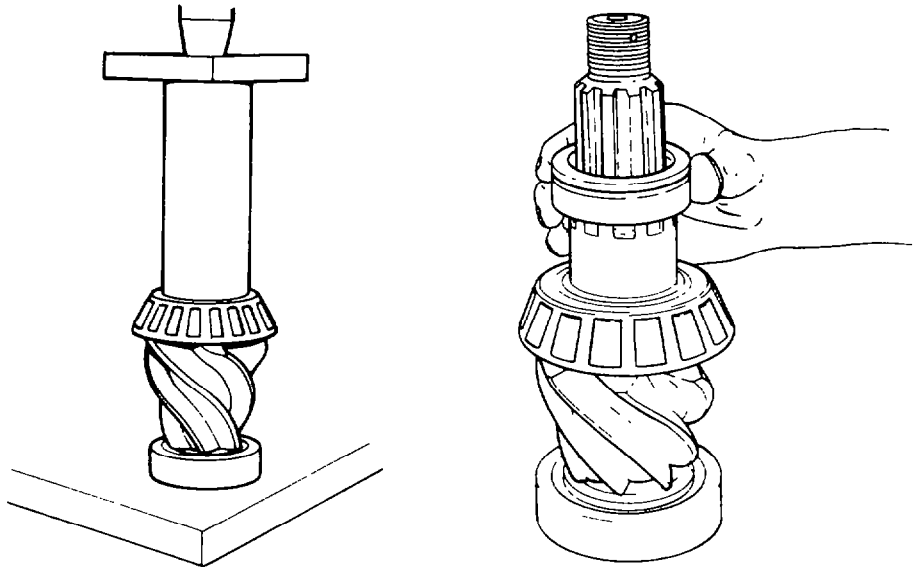

Fig. 353 — Installing Inner Pinion Bearing Cone and Spacer
b. Lubricate and press the inner pinion bearing (item 36) onto the pinion shaft. If possible install the bearing spacer (item 37) which was removed at disassembly (see fig. 353). If not, install a spacer with the nominated thickness of 16.205 mm (0.638 in.).